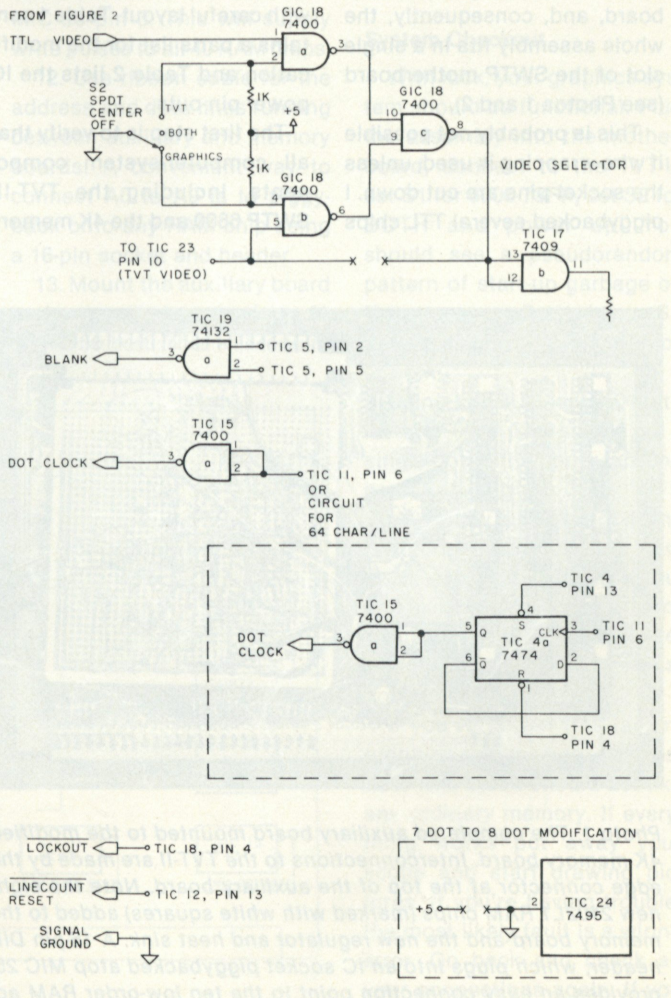

Fig. 4. TVT-II mods.
Fig. 4 shows modifications to the TVT-II. Pin 2 of TIC 24 is disconnected from +5 V and grounded to convert from seven dots per character to eight. BLANK and DOT CLOCK signals are derived using spare gate sections on the TVT-II board. The DOT CLOCK must be inverted through TIC 15A for proper operation. LOCKOUT and LINECNT RESET are taken directly from appropriate points in the TVT-II circuit. GIC 18, which is added to the TVT-II, allows graphics display, alphanumerics or both on the same monitor. TIC 4A is used to divide the TVT-II dot clock by 2 if the circuit has been modified for 64-character-per-line operation.
3. Add GIC 18 (a 7400) to the TVT board and wire it as shown in Fig. 4 to form the video selector. S2 can be mounted up to several feet away from the board for convenient selection. An easy way to mount the IC is to glue it on its back to the bottom of the PC board using a cyanoacrylate glue such as Super Glue. Connections can be made by soldering directly to the pins. Pin 1 of GIC 18 is the TTL VIDEO INPUT line.
4. Wire the unused section of TIC 19 as shown in Fig. 4. The output of this gate is the BLANK line.